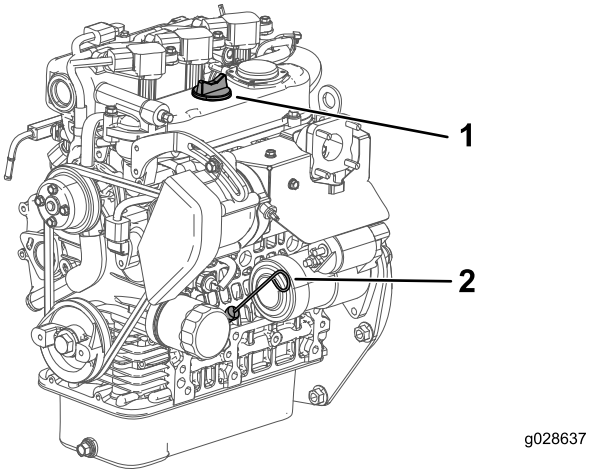

Figur 15
2. Fjern målepinden, og aftør den med en ren klud (Figur 15).
3. Sæt målepinden i røret, og sørg for, at den er helt i bund (Figur 15).
4. Fjern målepinden, og kontroller oliestanden (Figur 15).
5. Hvis oliestanden er lav, skal påfyldningsdækslet tages af (Figur 15) og tilstrækkeligt olie hældes på til at hæve niveauet til full-mærket på målepinden.
6. Sæt målepinden helt på plads (Figur 15).